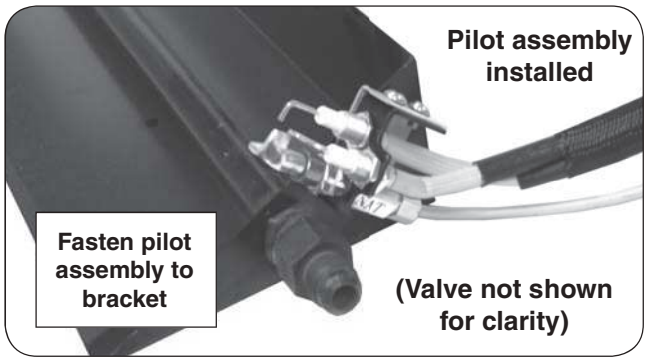

Fig. 8-2
1. Using the two (2) remaining screws, mount the pilot assembly onto the bracket (from below) and tighten until snug (Fig. 8-2). **Check to be certain the pilot hood and probes are situated above the edge of the pan. Adjust if necessary.**